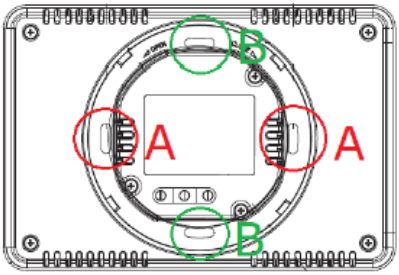

Abbildung 7: Montagelöcher
4. Befestigen Sie die Rückseite an der Dose mithilfe der in Abbildung 7 markierten Löcher